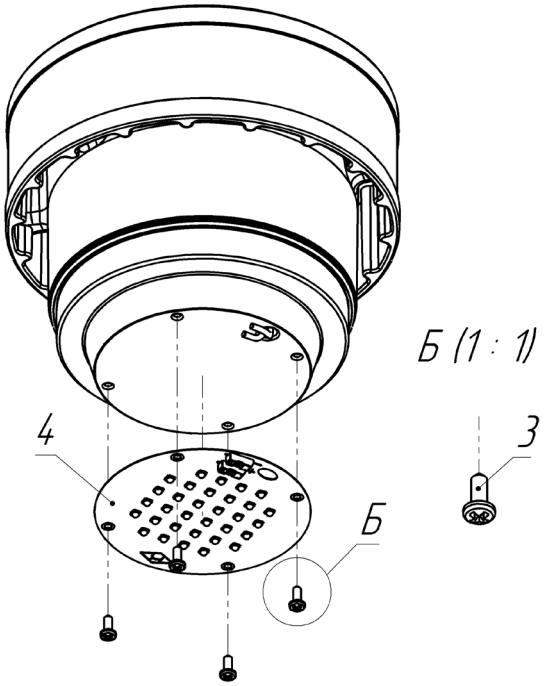

Рис. 11
4.2.6 – Извлечь из клеммных колодок светодиодного модуля провода питания при помощи плоской шлицевой отвертки. Снять светодиодный модуль поз 4, предварительно выкрутив винты поз. 3. Подготовить новый светодиодный модуль. Очистить установочную поверхность от термоинтерфейсная пасты КПТ-8 при помощи ветоши. Смазать поверхность светодиодного модуля, контактирующую с основанием оптического модуля, термоинтерфейсной пастой КПТ-8 ГОСТ 19783, или любой другой теплопроводной пастой, соответствующей по свойствам данной. Приложить светодиодный модуль смазанной поверхностью к контактной поверхности основания оптического модуля (См. рис. 11).